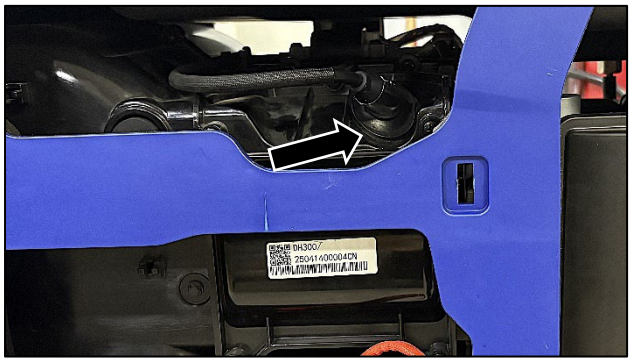

Figure 42 Remove the Spark Plug Boot
2. Remove the spark plug boot by firmly pulling it up and away from the engine (see Figure 42).